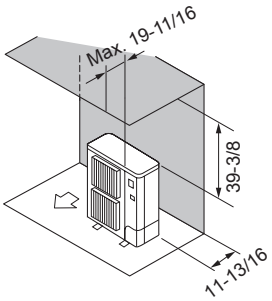

Fig. 3-6
② Obstacles uniquement à l’arrière et au-dessus (Fig. 3-6)